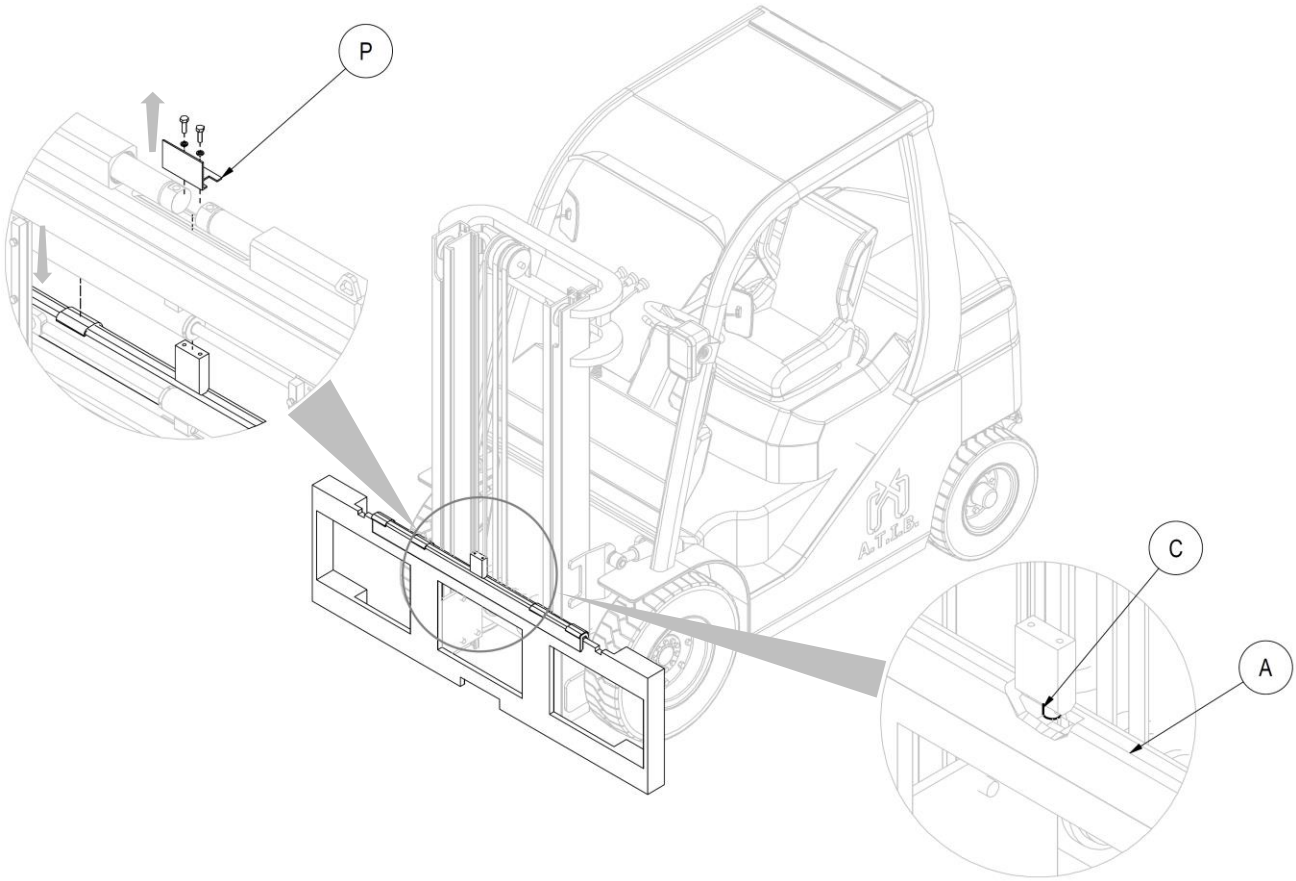

Figura 5
4. Tomar manualmente el doble gancho **A** (con las correspondientes deslizaderas), después de haber desatornillado los tornillos de la "placa de proteción" (**P**), y colocarlo en el perfil superior de la placa porta horquillas, cudando de colocar el centrador **C** en la muesca central del mismo (mira *Figura 5*).